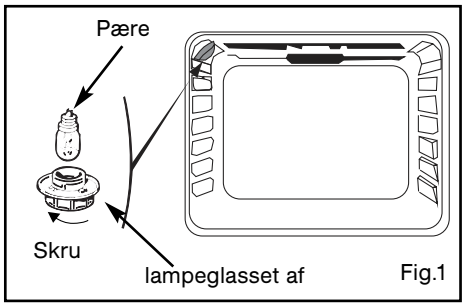

Fig.1
b) Skru lampeglasset af (Fig.1).